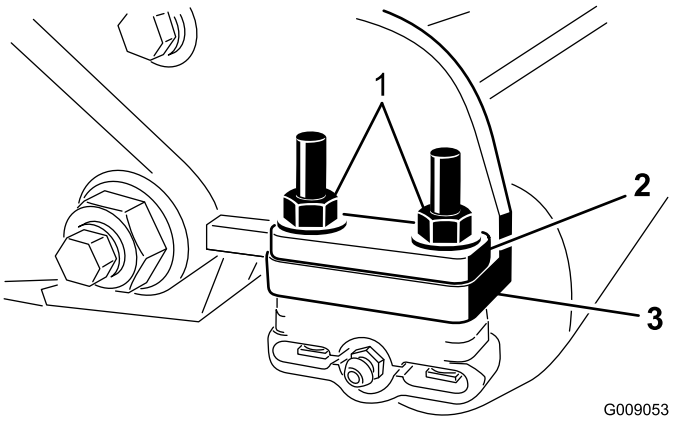

Bild 7
6. Entfernen Sie die zwei Sicherungsbundmuttern, mit denen jede Rollenhalterung an den Seitenplatten befestigt ist (Bild 7). Entfernen Sie die Mutter nicht. **Entfernen Sie auch die Distanzstücke (6 mm), die oben auf dem Befestigungsflansch der Seitenplatte liegen.**